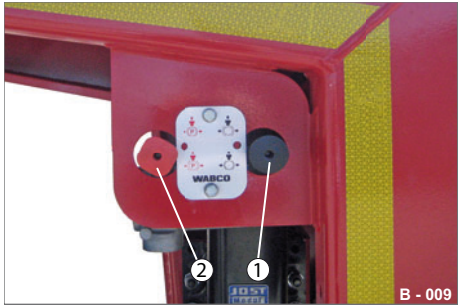

Abb. 20 Bedienkonsole: Bremsen
▶ Ziehen Sie die Federspeicher-Fest-stellbremse (Abb. 20/2).